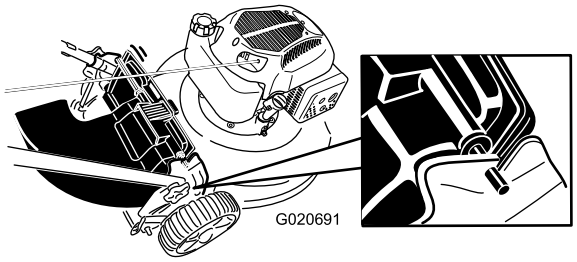

Figur 22
4. Sett stangen på den bakre utslippsavlederen inn på hakkene på maskinen (Figur 22).